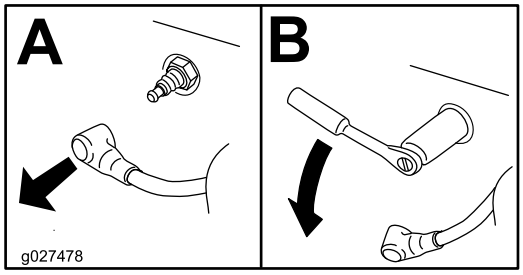

**Figur 39**
3. Fjern tennpluggen (Figur 39).